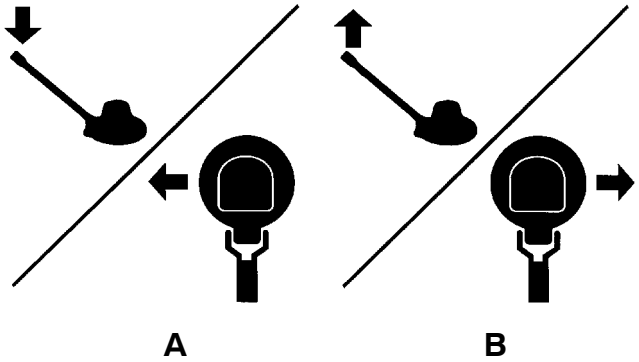

図 6
6. 本機を左（A）に進ませるには、ハンドルを軽く下げます。本機を右（B）に進ませるには、ハンドルを軽く上げます。左右の動きで本機を操作します（図6）。